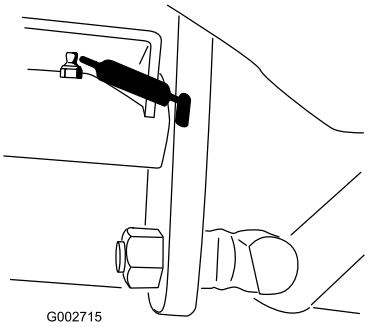

Figur 22
- Trekkpedaltapp (én) (Figur 22)